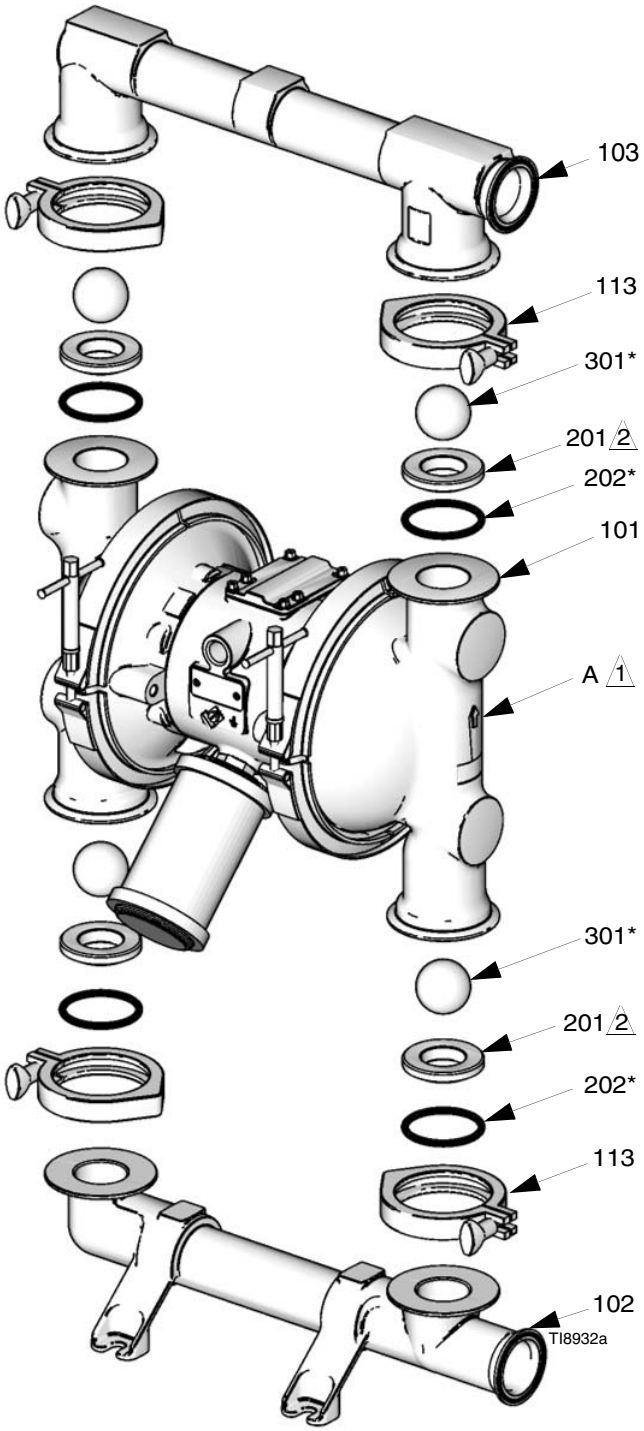

FIG. 9
3. Rimuovere i morsetti (106) che tengono il collettore di uscita (103) ai coperchi del fluido (101). Vedere la FIG. 9.
4. Rimuovere gli anelli di tenuta (202), le sedi (201) e le sfere (301) dal collettore (103).
5. Girare la pompa e rimuovere il collettore di ingresso (102). Rimuovere gli anelli di tenuta (202), le sedi (201) e le sfere (301) dai coperchi del fluido (101).
2. Rimontare in ordine inverso, seguendo tutte le note in FIG. 9. Assicurarsi che le valvole di controllo della sfera e i collettori siano montati **esattamente** come indicato. Le frecce (A) sui coperchi del fluido (101) **devono** essere dirette verso l'uscita (103).